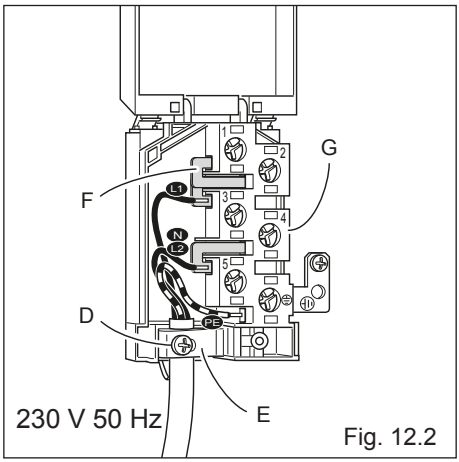
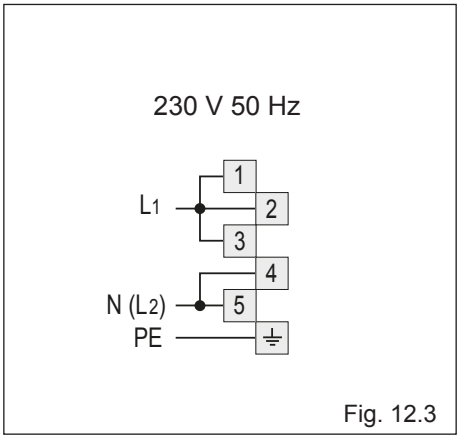

Fig. 12.2
Fig. 12.3
- Unscrew the screw “**D**” and open completely the cable clamp “**E**” (fig. 12.2).
- Position the U bolts “**F**” onto terminal board “**G**” (fig. 12.2) according to the diagrams in fig. 12.3.
- Connect the phase, neutral and earth wires to terminal board “**G**” according to the diagrams in fig. 12.3.